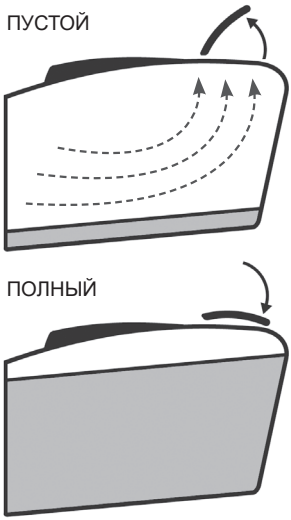

**Рис. 16 Индикатор заполнения травосборника**
11. В процессе работы травосборник заполняется. Для контроля заполнения травосборника на верхней части травосборника имеется индикатор (флажок). Пока травосборник не заполнен, флажок будет приподниматься из корпуса травосборника потоком воздуха, проходящим через травосборник. Если флажок находится в горизонтальном положении, значит травосборник заполнен (Рис. 16).